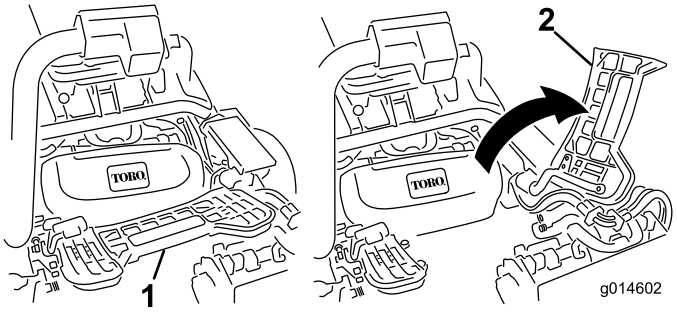

Figur 12
7. Om du monterar mittklippenheten lyfter du upp fotstödet och fäller upp det så att du kommer åt mittklippenheten (Figur 12).